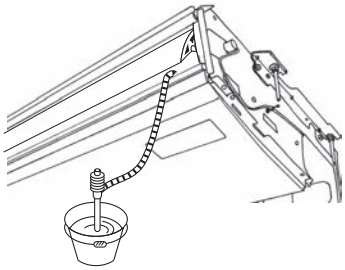

Fig. 5-3
5. Comprobación de un drenaje correcto. (Fig. 5-3)